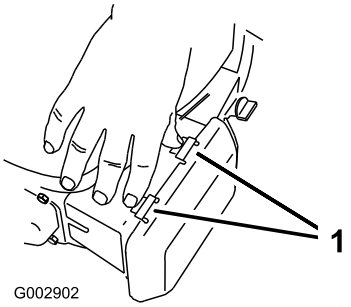

Figuur 36
1. Druk de lippen van de vergrendeling bovenop de luchtfilterdeksel omlaag (Figuur 36).